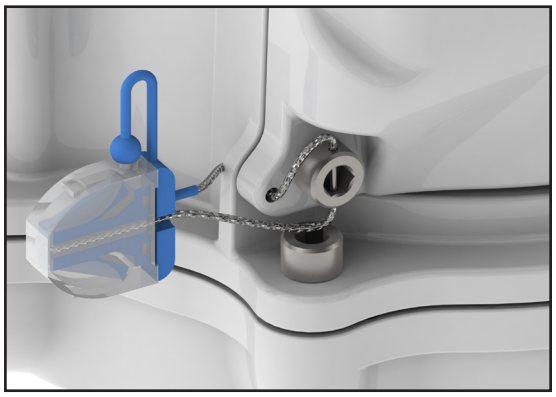

Figure 7. Tamper evident seal
a. Thread the wire end through the security hole near the battery cover and through the hole in the screw as shown in Figure 7.